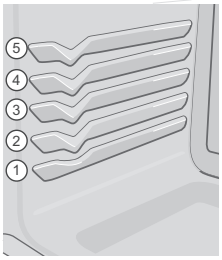

**Figure 17: Rack positions**
5. Place food in the oven after 2 minutes to rack position recommendations (Table 3 ) and (Figure 17). Be sure to place pan with the meat directly under the broil element and close the oven door during broiling.